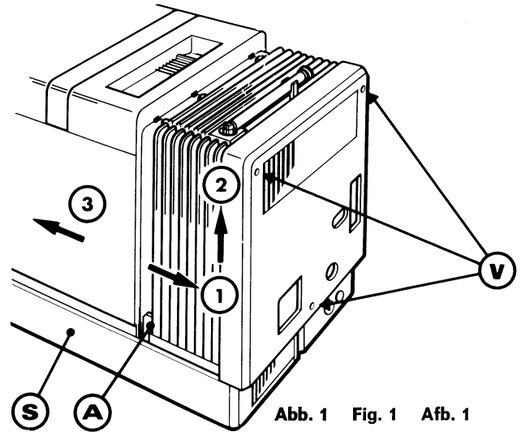

Abb. 1 Fig. 1 Afb. 1
— Die 3 Schrauben « Ⓥ » herausdrehen (Abb. 1).
— Den Untersatz Ⓢ festhalten und gleichzeitig das Gehäuse nach vorn → ③ (Abb. 1) schieben, anheben und nach hinten kippen.